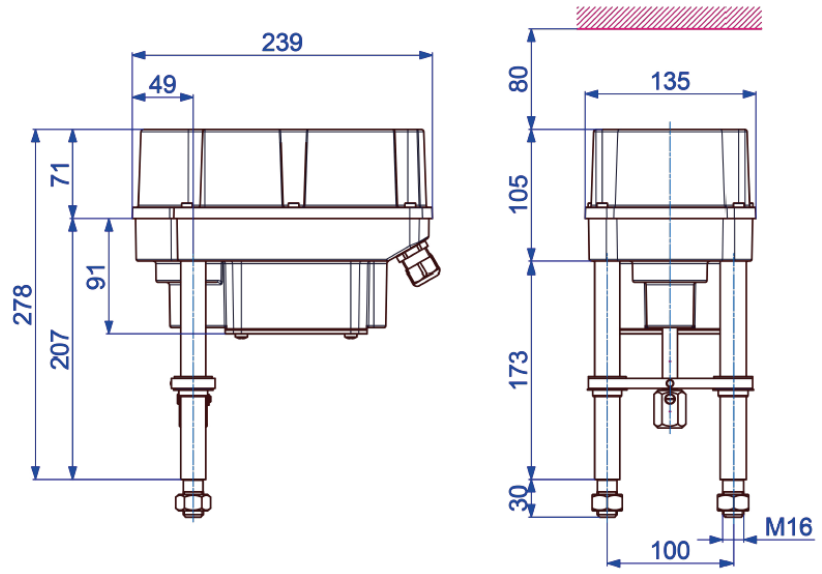

Figure 1: Dimensions d'encastrement
- Les servomoteurs doivent être montés en laissant suffisamment d'espace pour pouvoir enlever le capot (Figure 1).